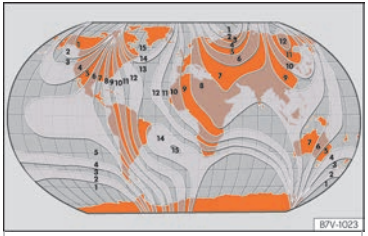

Fig. 121 Magnetic zones
- Select the magnetic zone corresponding to the position of the vehicle ››› Fig. 121.